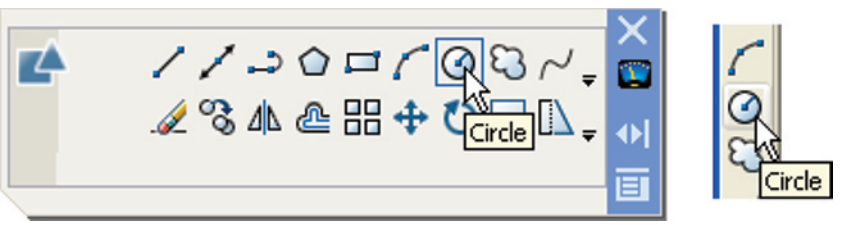

Fig. 2.11 The **Circle** tool from the **2D Draw** control panel or from the **Draw** toolbar
2. *Left-click* on the **Circle** tool icon in the **2D Draw** control panel (Fig. 2.11).